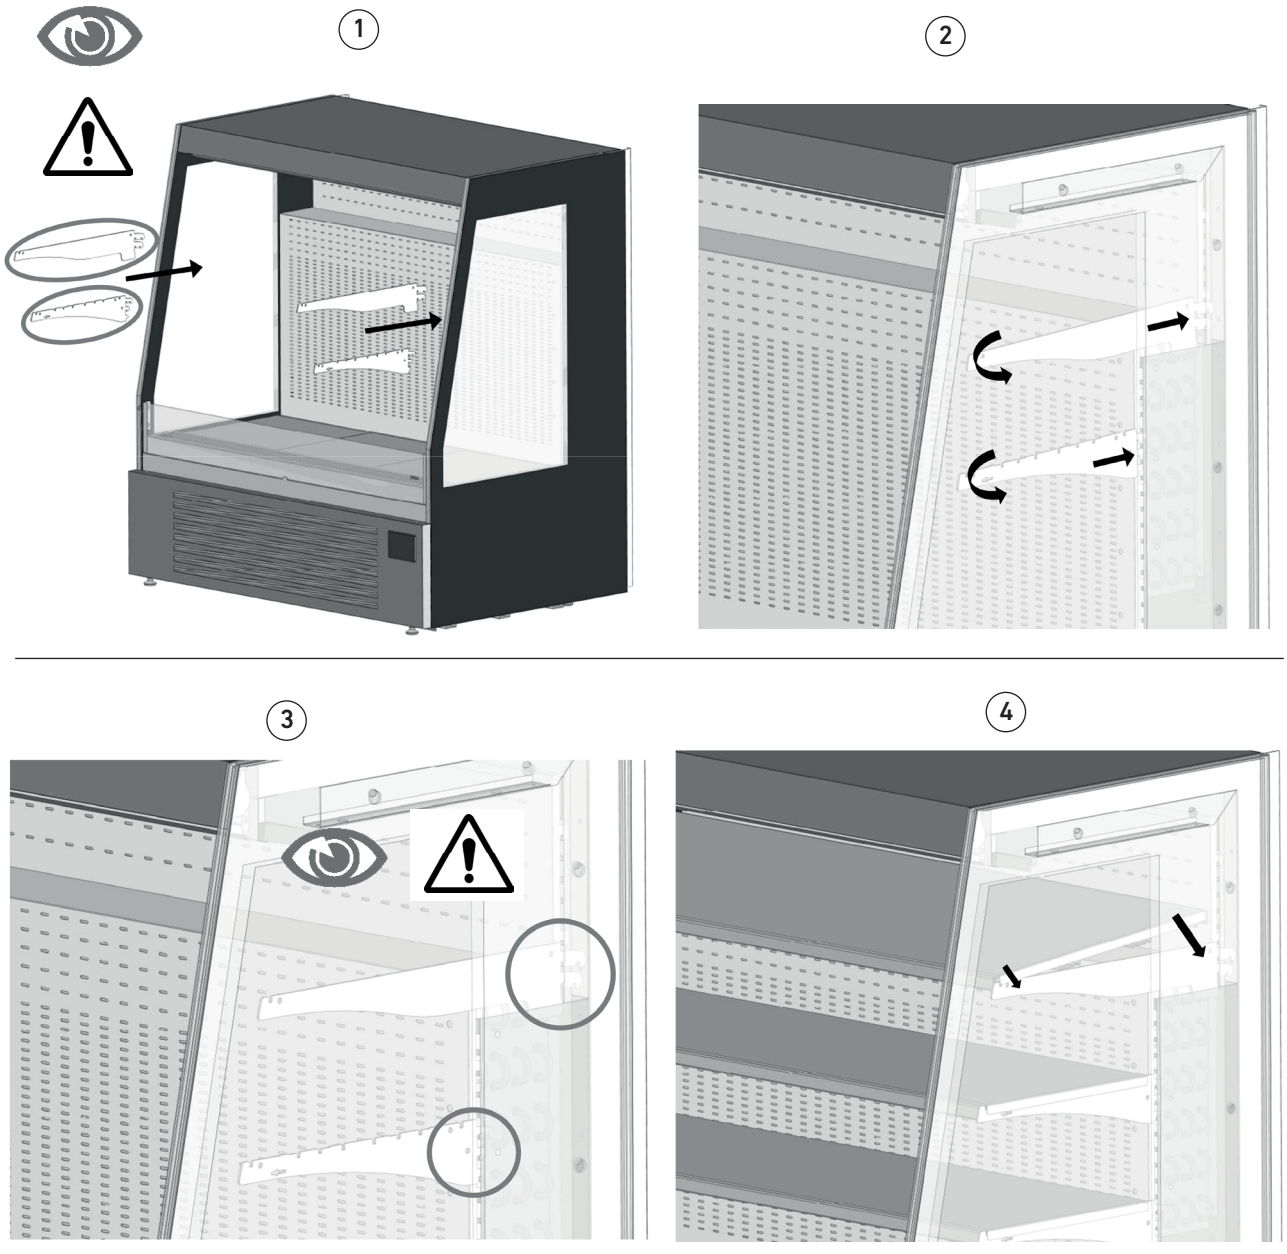

fig. 14
- Per il corretto inserimento dei supporti dei ripiani prestare attenzione alle due tipologie di supporto (grande nella parte superiore allo scalino interno e piccolo nella parte sottostante (fig. 14 part. 1);
- Accostare i supporti dei ripiani con il lato dentellato rivolto verso lo schienale della camera refrigerata e ruotare leggermente il supporto verso il basso per favorire l'ingesso dei "denti" nelle apposite sedi (fig. 14 part. 2);
- Rispettare le altezze indicate dai limiti di carico dei ripiani (fig. 14 part. 3);
- Una volta posizionati tutti i supporti dei ripiani appoggiare i ripiani su di essi come mostrato in fig. 14 part. 4.